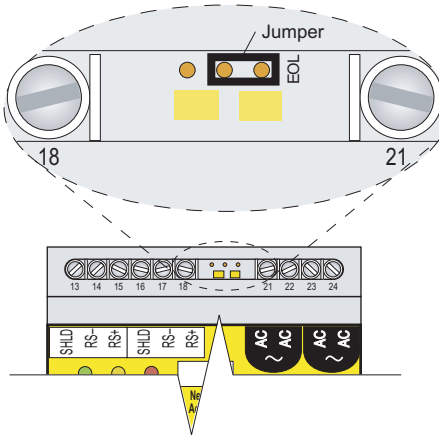

Abbildung 5a. Position des Endsteckers am letzten TTSIM
- Am letzten TTSIM in der Reihe stecken Sie bitte die Steckbrücke gemäß Abbildung 5a.